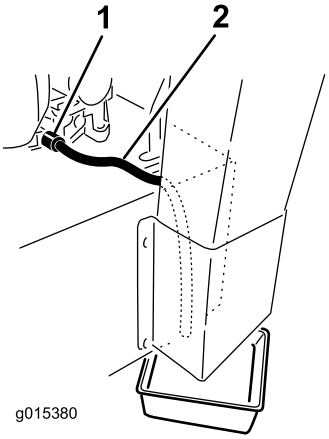

Figur 37
5. Ställ ett kärl under tömningsslangen. Vrid oljetömningsventilen så att oljan töms ut (Figur 37).